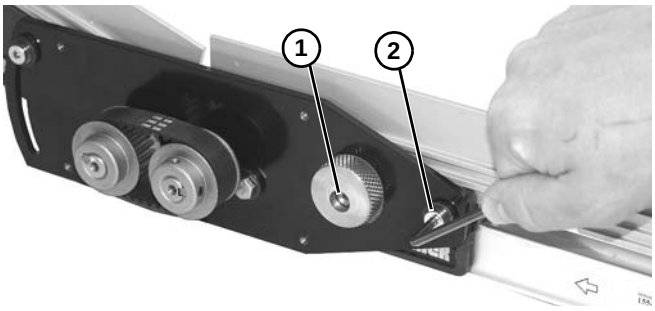

Abbildung 82
9. Flachkopfschraube **(Abbildung 82, Teil 1)** im Exzenter festziehen, um Bandspannung zu sperren.
10. Schraube **(Abbildung 82, Teil 2)** auf 7 Nm festziehen, um Position zu sichern.